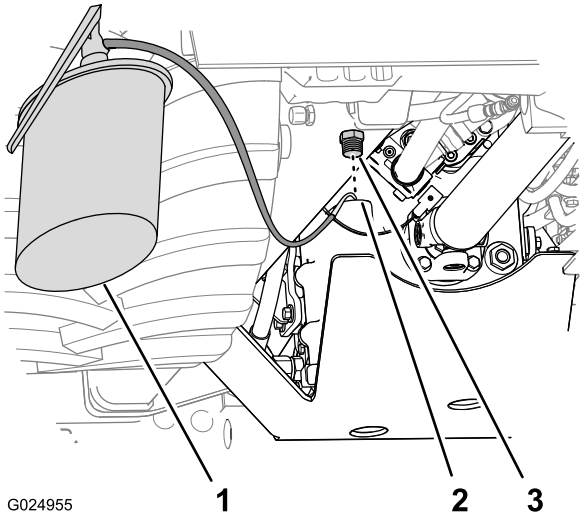

Figura 95
4. Adicione o óleo especificado na transmissão pelo orifício de abastecimento (Figura 95).